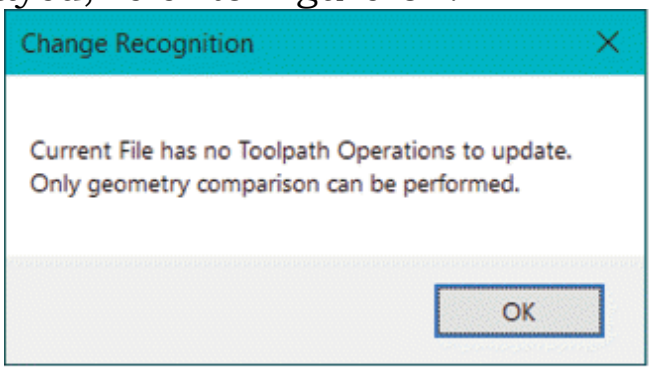

Figure-51. Change Recognition dialog box
- Click on the **Change Recognition** tool from the **File** menu. If there are no toolpaths in the current file then a message box will be displayed; refer to Figure-51.